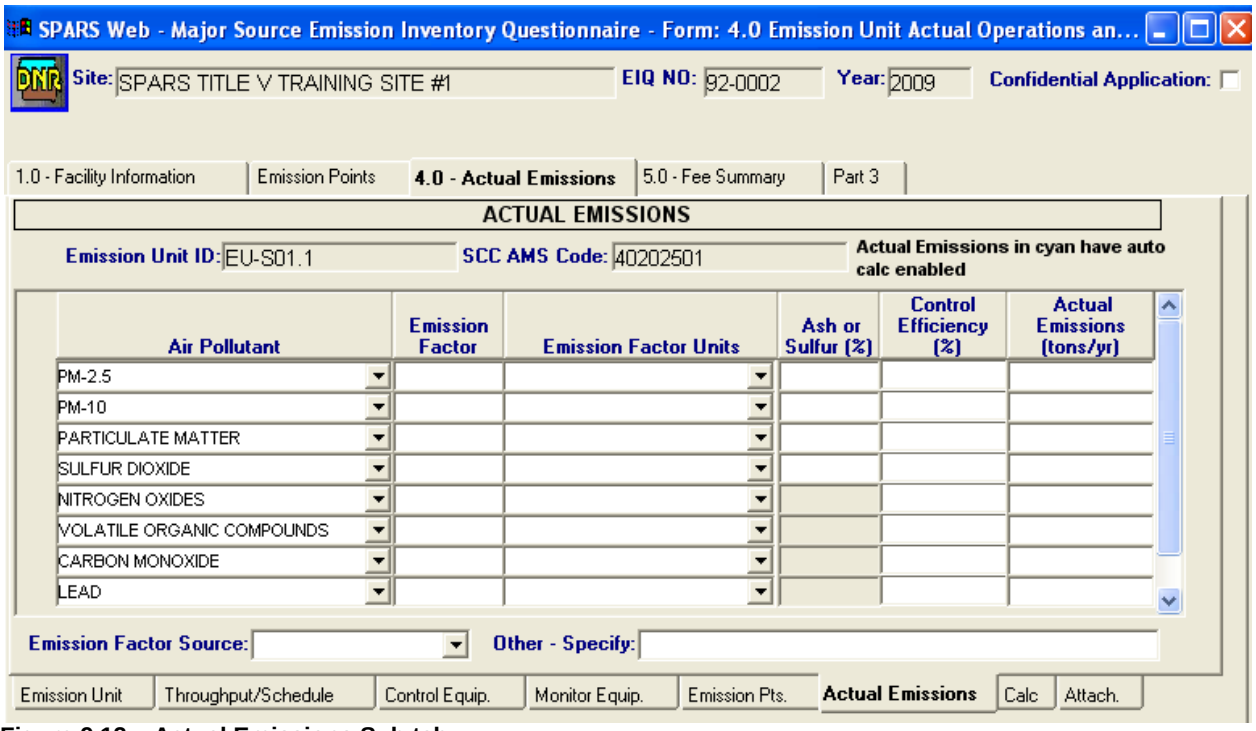

Figure 9.12 – Actual Emissions Sub tab.
6. Click the **Actual Emissions** sub tab (see Figure 9.12)